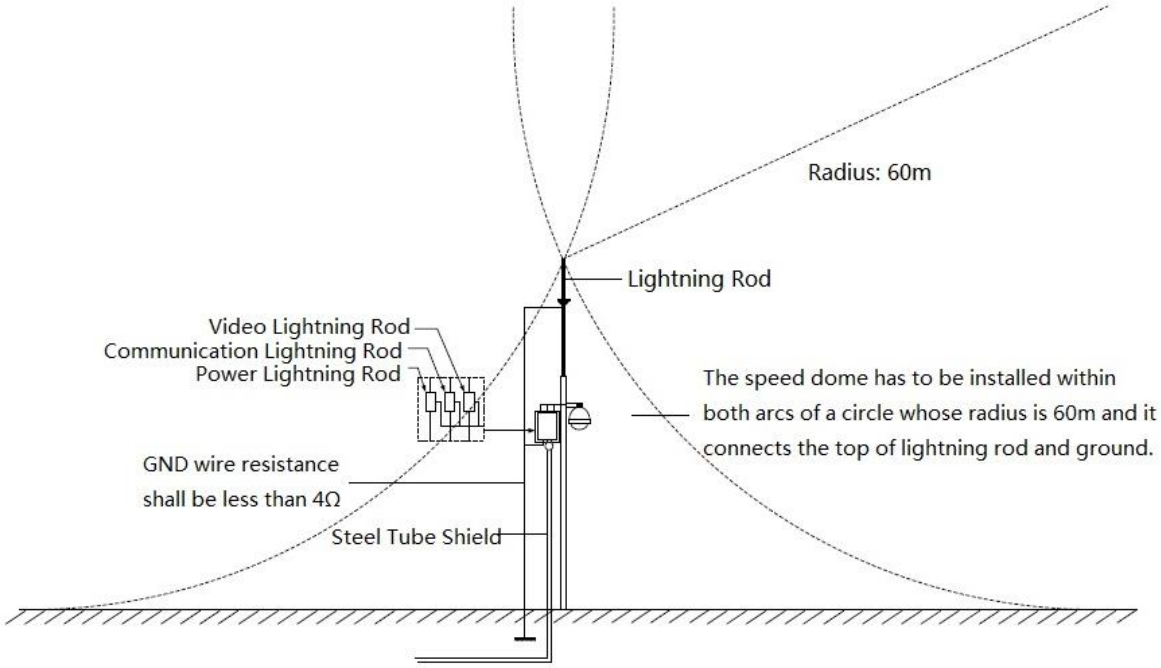

Figure 6-1
- System shall adopt equal-potential wiring. The earth device shall meet anti-jamming and at the same time conforms to your local electrical safety code. The earth device shall not short circuit to N (neutral) line of high voltage power grid or mixed with other wires. When connect the system to the earth alone, the earth resistance shall not be more than 4Ω and earth cable cross-sectional area shall be no less than 25 mm². See Figure 6-1